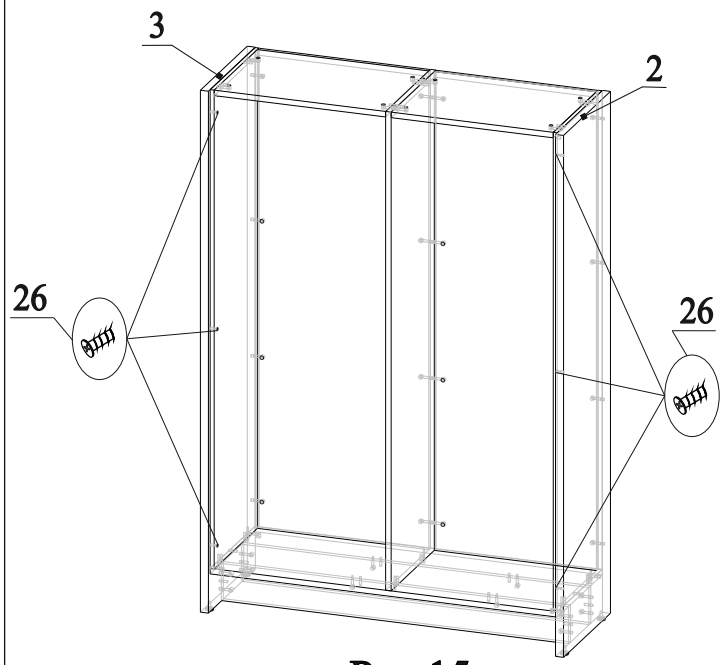

Рис.15
26. Соединить детали 2 и 3 с деталями 7, 8 и 9 (детали 2 и 3 с деталями 9 соединяются через сквозные отверстия в деталях 4 и 5), затянуть эксцентрики по часовой стрелки до упора (рис.15);
27. Закрутить винты 26 в муфты 21 через отверстия в деталях 4 и 5 (рис.15);